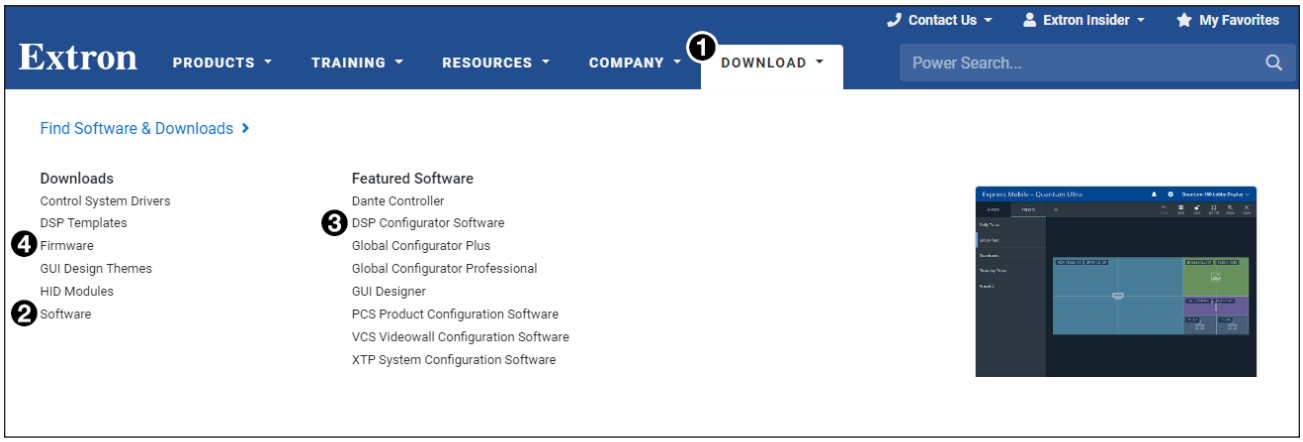

Figure 10. Software Links on Download Screen
2. Mouse over the **`Download`** tab (see figure 10, ❶) at the top of the page.
NOTE: If the software is listed, click that link (see the **`DSP Configurator Software`** link in figure 10, ❸). The software product page opens. Skip to **step 5** on page 13.